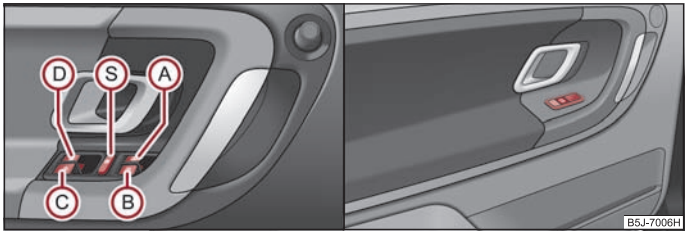

Fig. 32 Buttons on the driver's door / Buttons on the rear doors
The buttons for the individual windows are located in the operating part of the armrest of the driver's door ⇒ fig. 32, front passenger door and on the rear doors*.
You can deactivate the buttons for power windows at rear doors by pressing the safety pushbutton (S) ⇒ fig. 32. The buttons for power windows at rear doors are activated again by pressing the safety pushbutton (S) again.
It is recommended to deactivate the electrically operated power windows in the rear doors (safety pushbutton) (S) ⇒ fig. 32 when children are being transported on the rear seats.